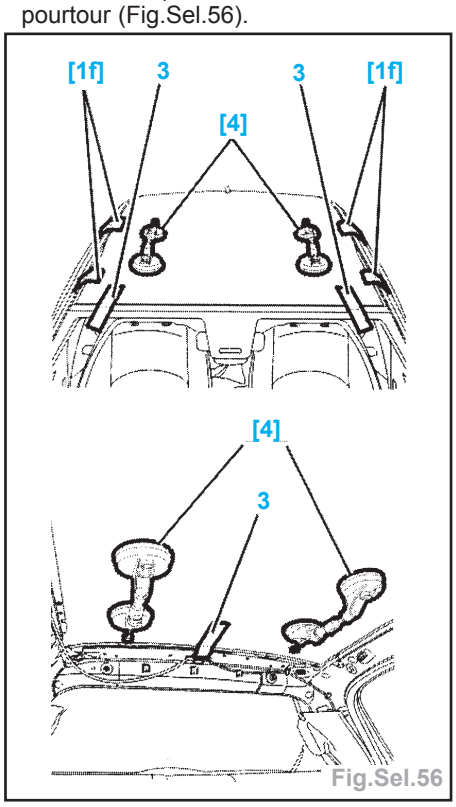

Fig.Sel.56
- Présenter le toit panoramique en face des adhésifs à l'aide des ventouses et exercer une pression des mains sur le pourtour (Fig.Sel.56).